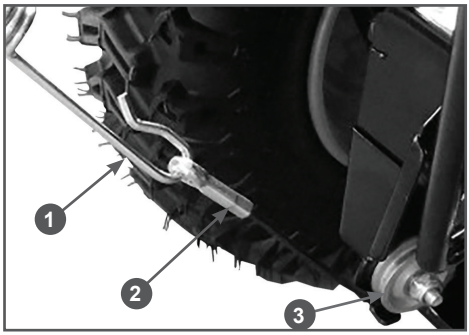

**Рис. 8 Соединение троса включения хода**
8. Соедините верхнюю и нижнюю части троса включения хода. Зацепите крючок 1 пружины троса включения хода за соединитель 2 троса включения хода (Рис. 8).
*Убедитесь в том, что трос включения хода установлен в ручей ролика 3 (Рис. 8). В противном случае, при попытке включить ход снегоотбрасывателя трос будет поврежден. На механическое повреждение тросов гарантия производителя и поставщика не распространяется.*